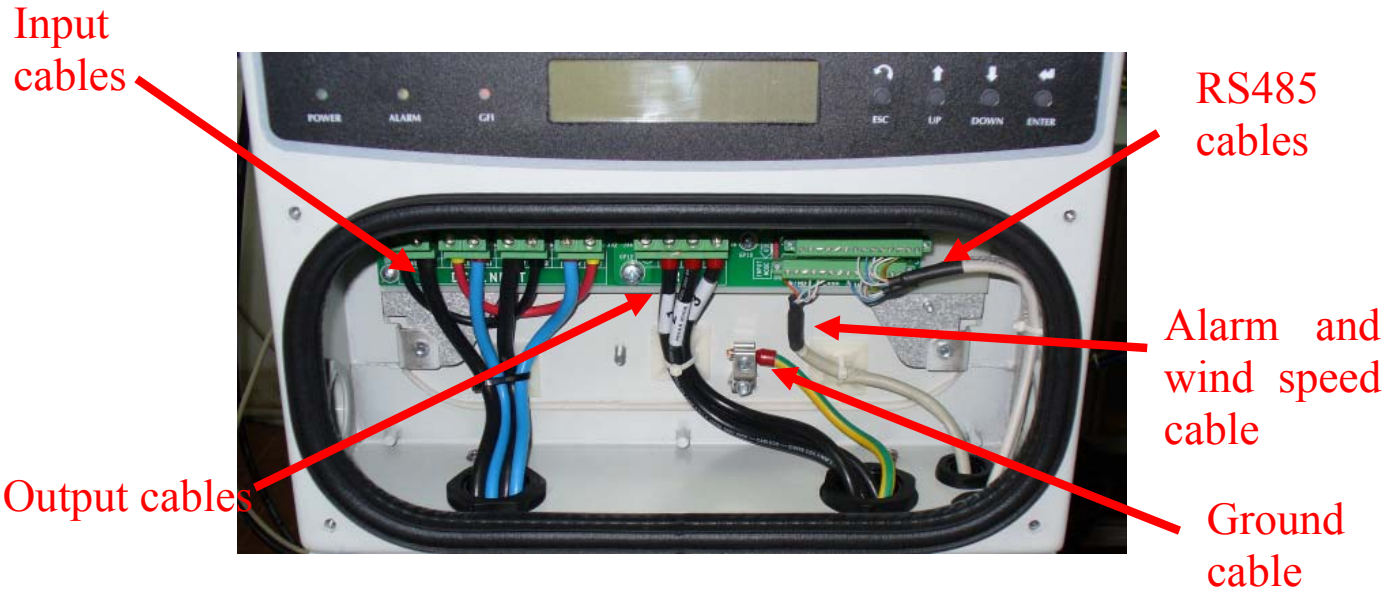

**Fig.15 – Complete cabling, particular.**
**WARNING**: In order to separate correctly power cable from signal cables make sure to use the provided cable ties on the inverter. See fig. 15 appropriate cabling.